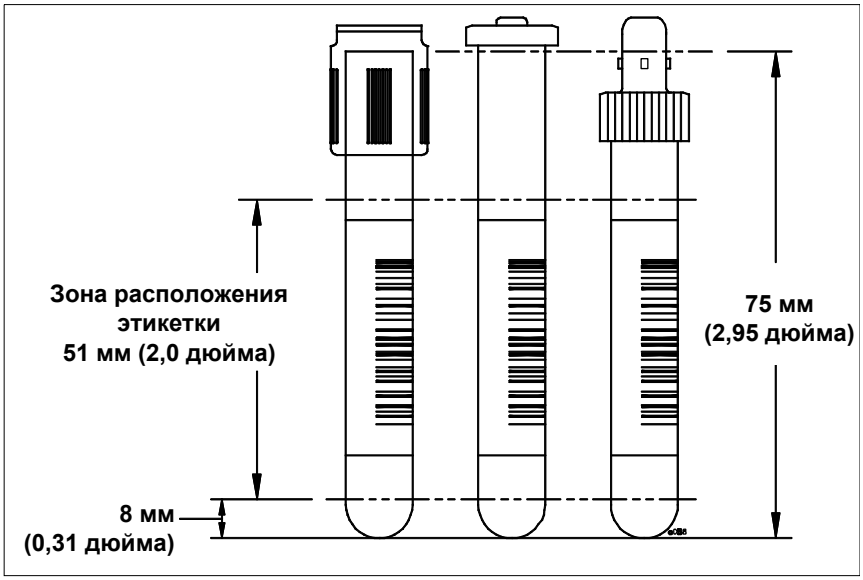

Рисунок 4.2: Требования к размещению этикетки со штрихкодом
- Размещение этикетки: Разместите этикетку со штрихкодом так, чтобы штрихи были перпендикулярны оси пробирки. См. Рисунок 4.2.